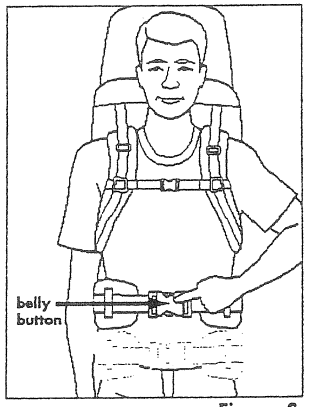

Figure 3
2. **NEXT put the pack on and tighten the waistbelt. Make sure you place the waistbelt in the proper location (see Figures 3 & 4).**
It is recommended to wear the belt on hip bones, just under the rib cage. If you still prefer to wear the belt low, add one to two inches to your torso length measurement. Figure 3 shows both the preferred placement of the waistbelt and an example of a belt worn low. The low position is not recommended. Once positioned correctly, tighten the belt to prevent it from sliding.